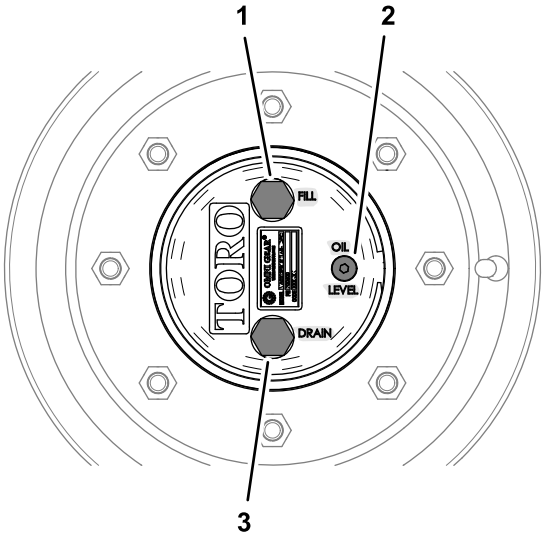

図 91
1. 水平な床面で、補給プラグが最高位置時計の 12 時の位置、点検プラグが 12 時、ドレンプラグが最低位置 6 時の位置にくるように駐車する図 91。
1. 水平な床面で、補給プラグが最高位置時計の 12 時の位置、点検プラグが 12 時、ドレンプラグが最低位置 6 時の位置にくるように駐車する図 91 プラネタリギアオイルの点検 (ページ 63)を参照。